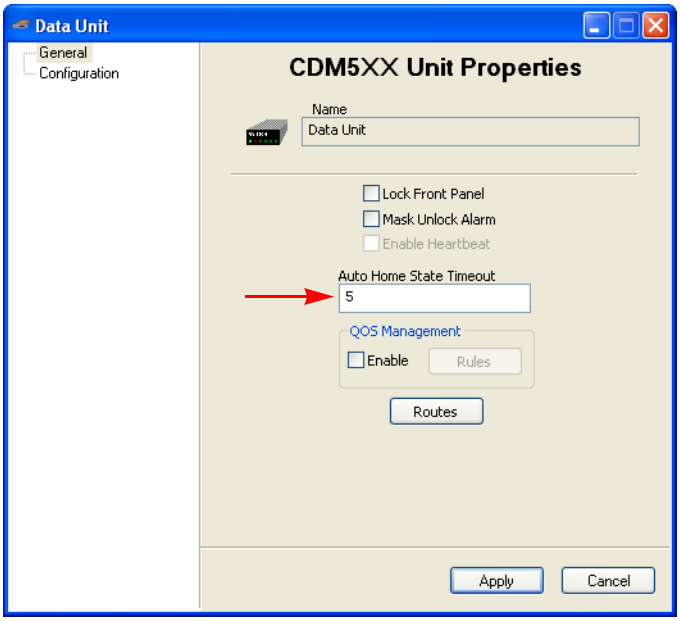
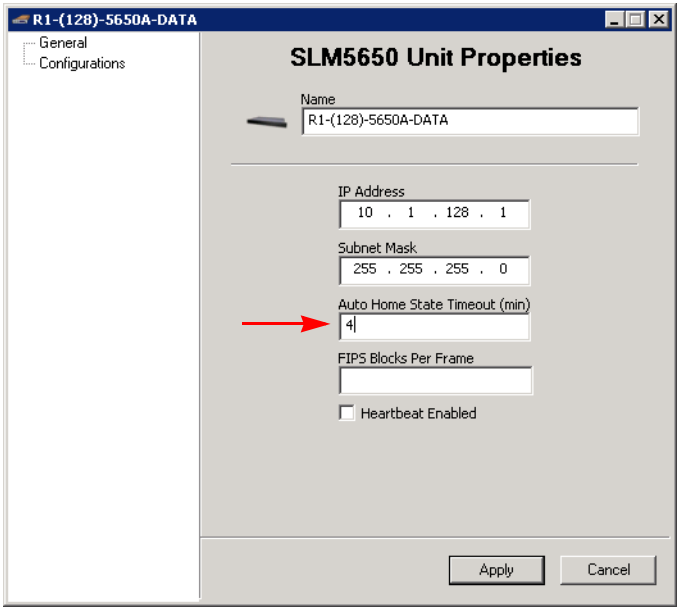

Figure 3-59 Auto Home State Timeout, CDM-570/570L
Figure 3-60 Auto Home State Timeout, SLM-5650A
1. From the *Tree View*, right-click on the Remote data unit and open the **Properties** window(figure 3-59 or figure 3-60).